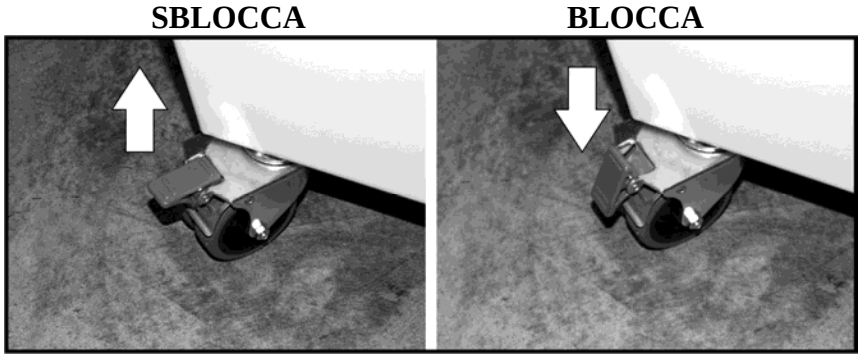

Figura 5
Assicurarsi che intorno alla macchina sia disponibile uno spazio sufficiente per operare comodamente ed eseguire una corretta e sicura pulizia, regolazione e/o manutenzione. Bloccare le due ruote dotate di freno abbassando le relative leve (Figura 5).
- Prima di consentire l'utilizzo della macchina per il taglio del pane, verificare che le ruote con freno siano bloccate (vedi Figura 5)